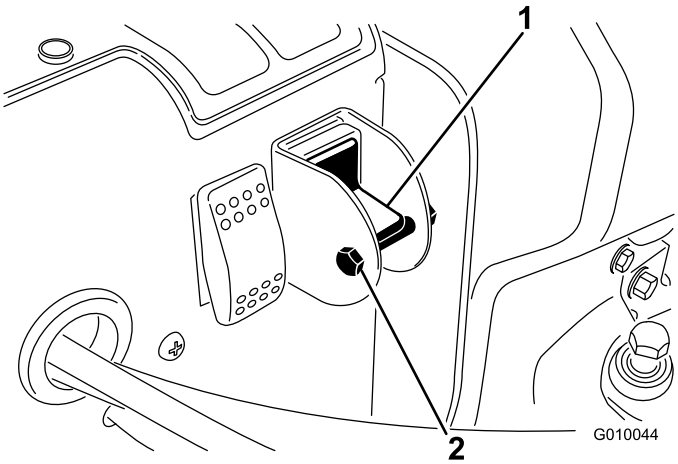

Figura 30
3. Retire o parafuso e a porca de bloqueio do dispositivo selector (Figura 30).